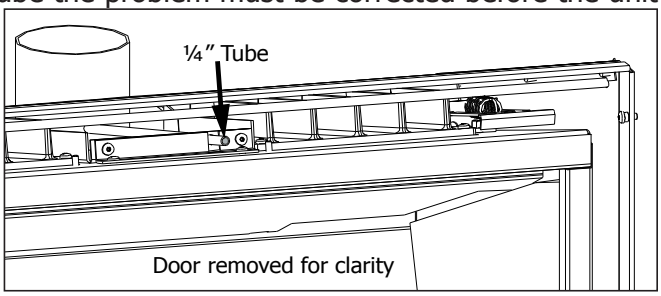

Figure 28: Draft check.
The draft hood must be in the same pressure zone as the air inlet. Inspect for draft from the front of the unit at the ¼" tube (shown in Figure 28). Note that when the door is installed the tube is not visible when looking straight at the unit. Check for a draft using smoke; a vacuum or suction into the tube will indicate proper drafting. If air is blowing out of the tube the problem must be corrected before the unit can be started.
b) Using a T-20 screwdriver remove the screw that is in the draft tube pointed at in Figure 28.